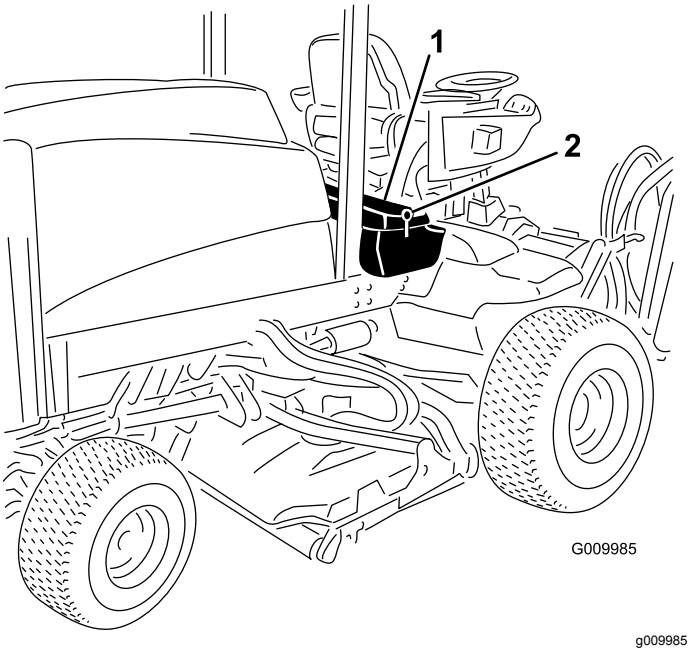

Figuur 65
1. Ontgrendel het bedieningspaneel en breng dit omhoog (Figuur 65).